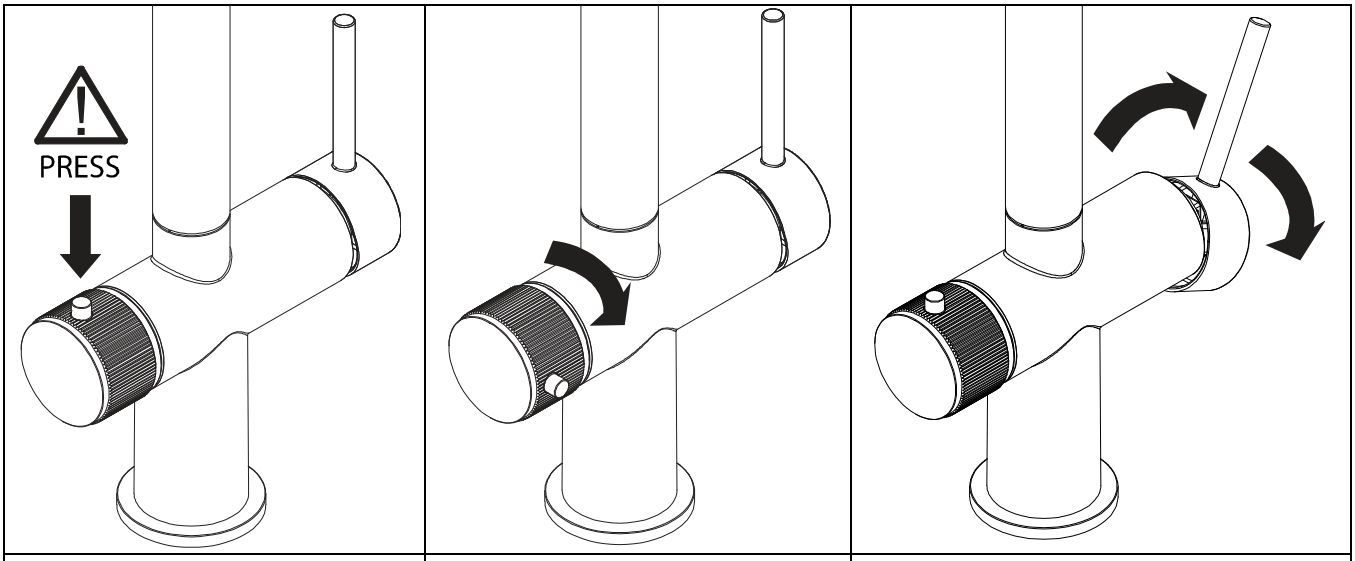

Fig 1. Fig 2. Fig 3.
- Hot (boiled) filtered water Fully press the left side handle button down **(Fig. 1)** and then simultaneously turn the handle forwards no more than 90° **(Fig. 2)**. It is normal for the hot water to take a moment to start and stop dispensing as the water empties from the product after use.